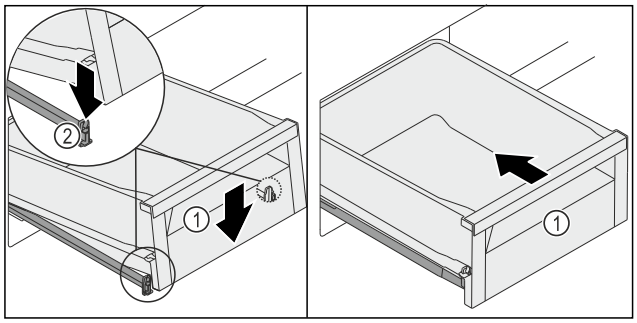

Fig. 136
▶ Coborâți sertarul *Fig. 136 (1)* în față, astfel încât sertarul să alunece în stânga și dreapta în clemă *Fig. 136 (2)*.
▷ Sertarul *Fig. 136 (1)* se fixează în poziție cu zgomot perceptibil.
▶ Împingeți în interior sertarul *Fig. 136 (1)*.